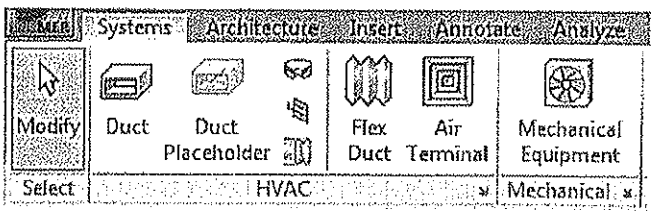

Figure 8–2
- The tools to begin creating and placing HVAC components and systems are located in the Ribbon, in the *Systems* tab> HVAC panel, as shown in Figure 8–2.